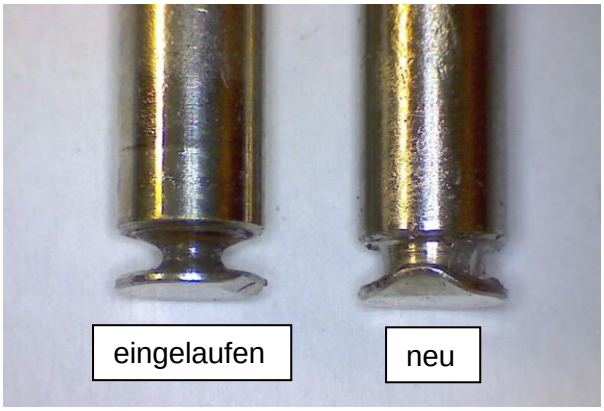

**Abbildung 18 Überprüfung der Achsen der Andruckrollen**
3. Pumpenkopf ② von der Motorwelle ziehen
5. Das Entfernen der Federn (4 Stück) ③ vom Rollenträger ist ohne Zuhilfenahme von Werkzeugen einfach möglich. Hierzu Feder aus der Nut ④ neben der Wellenbohrung herausziehen
6. Die Rollenachsen demontieren und die Rollen wechseln. Darauf achten, dass die Andruckfeder nicht in die Achse eingelaufen ist und die Einpressung (Delle) an der Achsenstirnseite beschädigt hat. Bei Abnutzung muss die Achse gewechselt werden (siehe Abbildung 18).
1. Sicherstellen, dass die Kunststoffrollen leicht auf der Achse rollen. Nach dem Wiedereinbau der Achse mit Rolle in den Rollenträger muss die Feder wie in Abbildung 18 gezeigt, montiert sein. Bitte auf richtige Ausrichtung der Einkerbung (Delle) achten.